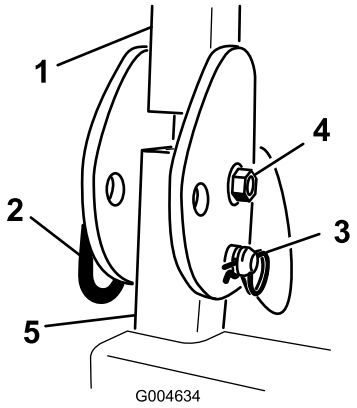

Figur 4
1. Fjern splitterne og de to pinde fra styrtbøjlen (Figur 4).
2. Hæv styrtbøjlen til oprejst position, monter de to pinde, og fastgør dem med splitterne (Figur 4).